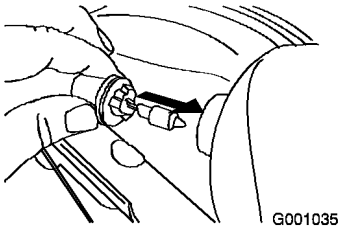

Bild 60
4. Setzen Sie eine neue Glühbirne hinten am Scheinwerfer ein (Bild 60).